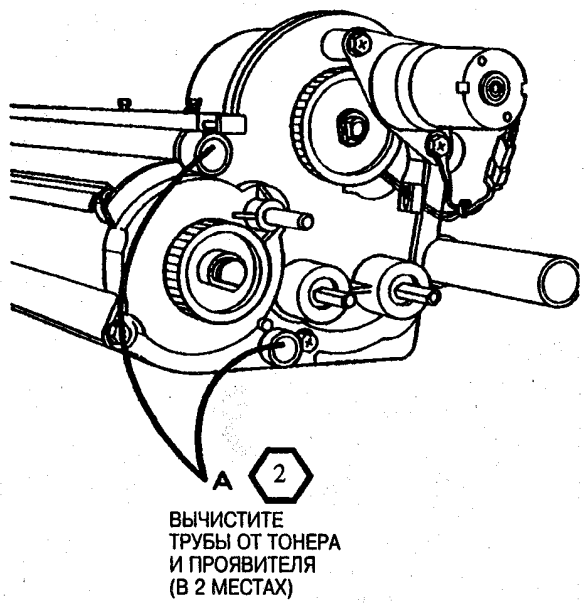

Рис. 4. Вычистите трубы на модуле проявителя
8. (Рис. 4): С помощью пылесоса, вычистите корпус, в котором подсоединены трубы уравнивания давления.